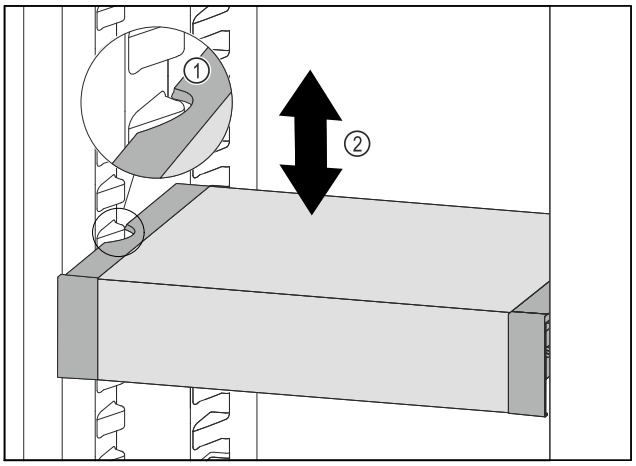

Fig. 143
▶ Tire del VarioSafe hacia delante hasta que los huecos laterales del VarioSafe se encuentren a la altura de la nervadura del recipiente en el compartimento del frigorífico. *Fig. 143 (1)*
▶ Mueva el VarioSafe hacia arriba o hacia abajo en el compartimento del frigorífico hasta alcanzar la altura deseada. *Fig. 143 (2)*